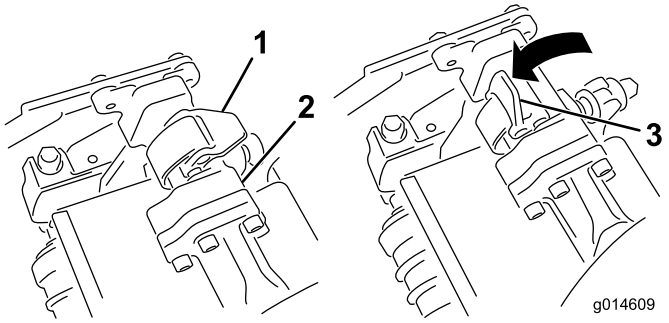
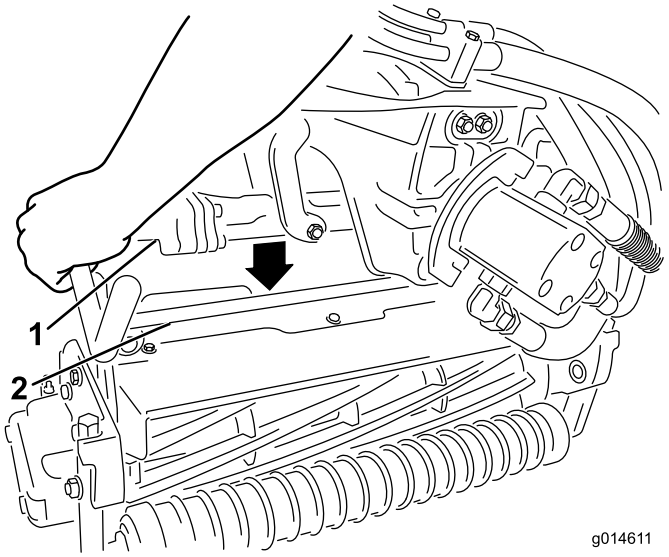

Figur 33
Figur 34
4. Åpne låsene på hjulopphengsarmbøylen slik at de peker opp (dvs. at de er åpne) (Figur 33), og trykk hjulopphengsarmen ned så bøylen ligger over klippeenhetens bøyle (Figur 34).
5. Skyv låsene ned og rundt klippeenhetsbøylen og lås dem slik at de sitter på plass(Figur 33).
5. Åpne låsene på hjulopphengsarmbøylen til klippeenheten du skal fjerne (Figur 33).